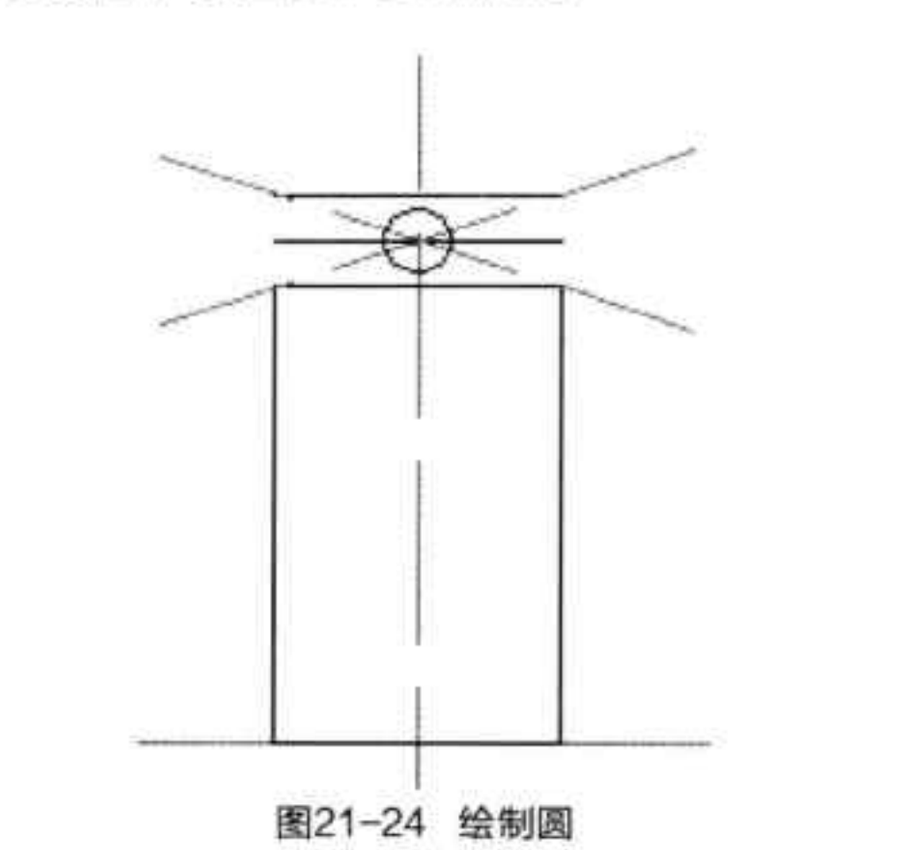

图21-24 绘制圆
Step 09 将“实线”层置为当前层，执行“圆”命令，以刚绘制的辅助线的交点为圆心，绘制半径为 2 的圆，如图 21-24 所示。